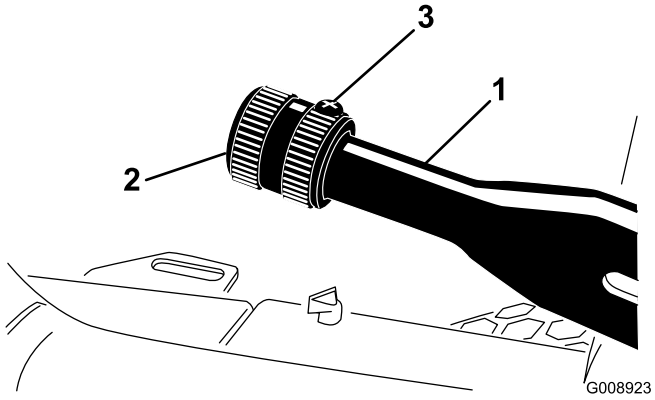

**Figur 68**
1. Løsne setteskruen som fester knotten til parkeringsbremsespaken (Figur 68).